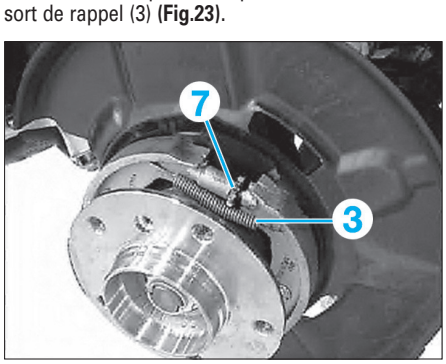
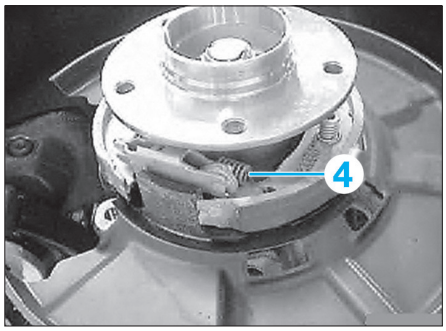

Fig. 23
Fig. 24
• A l'aide d'une pince adéquate, décrocher le ressort de rappel (3) **(Fig.23)**.
- Contrôler les ressorts de rappel (3) et (4), les remplacer au besoin **(Fig.23)** et **(Fig.24)**.
Prendre garde à la position de la vis de réglage (7). Enduire le filetage de la douille et de la vis d'une fine couche de graisse (Fig.23).